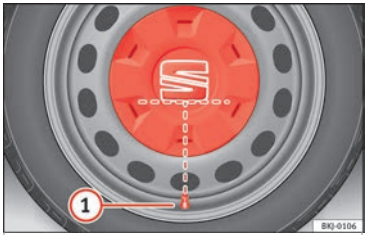

**Fig. 78** Correct positioning of the central wheel trim for steel rims.
- Fit the central wheel trim onto the rim. The bottom of the “S” of the SEAT badge should align with the inflation valve ››› **Fig. 78** 1.